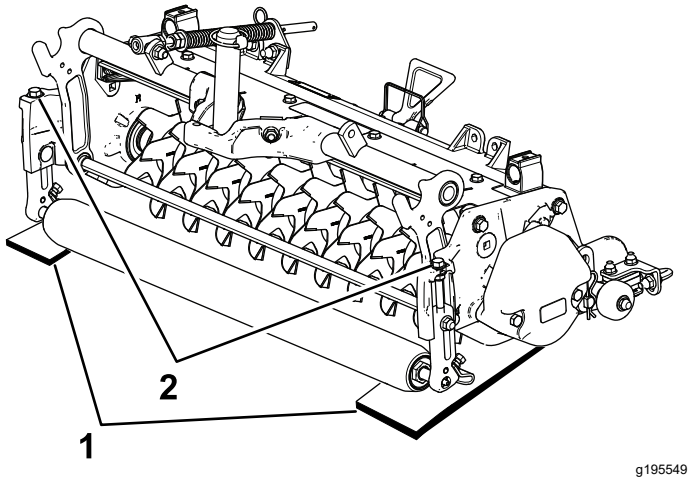

Figure 8
2. Place 2 gauge bars, which have the desired depth of blade penetration below the ground, under the front and rear rollers of the verticutter reel (on each end of the reel) (Figure 8).
3. Turn the adjusting bolt on each height-of-cut bracket (Figure 8) so that the verticutter blades come in contact with the level surface on both ends.